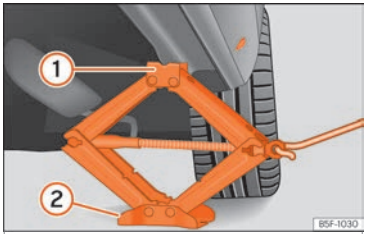

Fig. 79 Crossbar: mounting the jack on the vehicle.
- Turn the jack*, located below the strut support point, to raise it until tab (1) ››› Fig. 79 is below the housing provided.
- Align the jack* so that tab (1) "grips" onto the housing provided on the strut and the mobile base (2) is resting on the ground. The base plate (2) should fall vertically with respect to the support point (1).